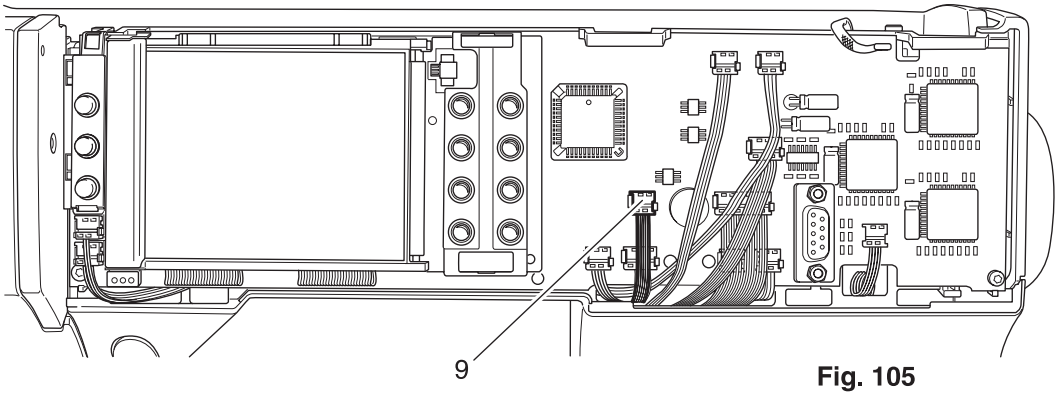

Fig. 105
- downward (fig. 105).
- Mount connection plug 9 onto the circuit board of the front housing panel (fig. 105).